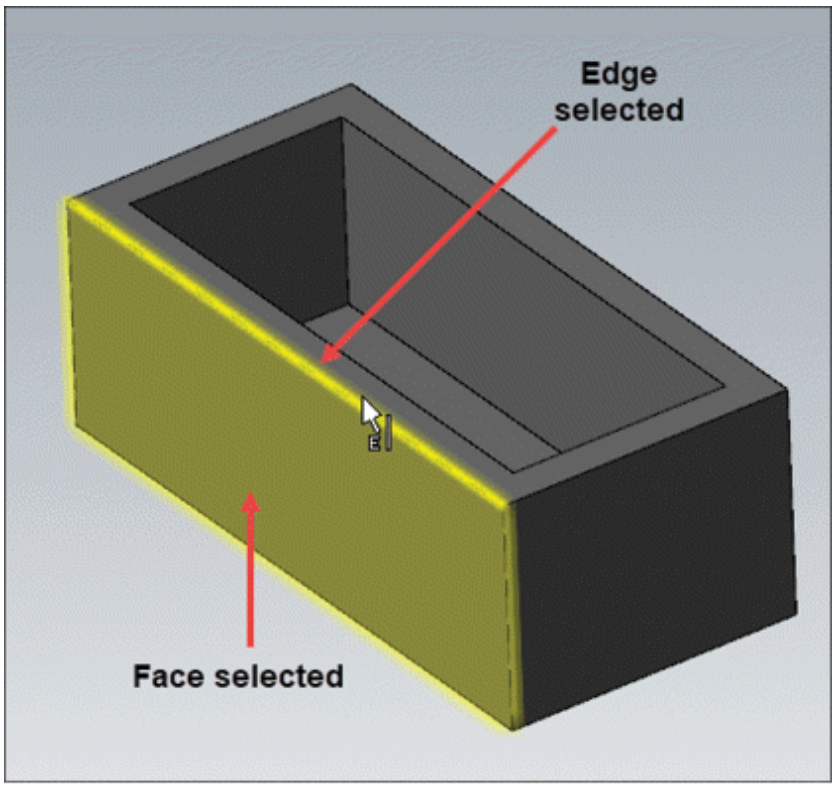

Figure-66. Selecting face and edge for draft
- Select desired edge from the model; refer to Figure-66. The **Solid Selection** dialog box will be displayed again and you will be asked to select next set of face and edge for applying draft.